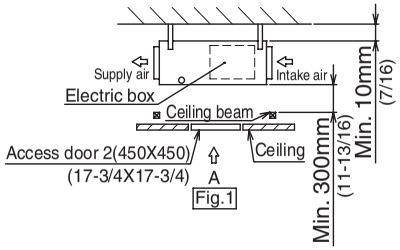

Fig.1
(1)When a space of 300mm or more is available below the unit between the unit and the ceiling. (Fig.1)